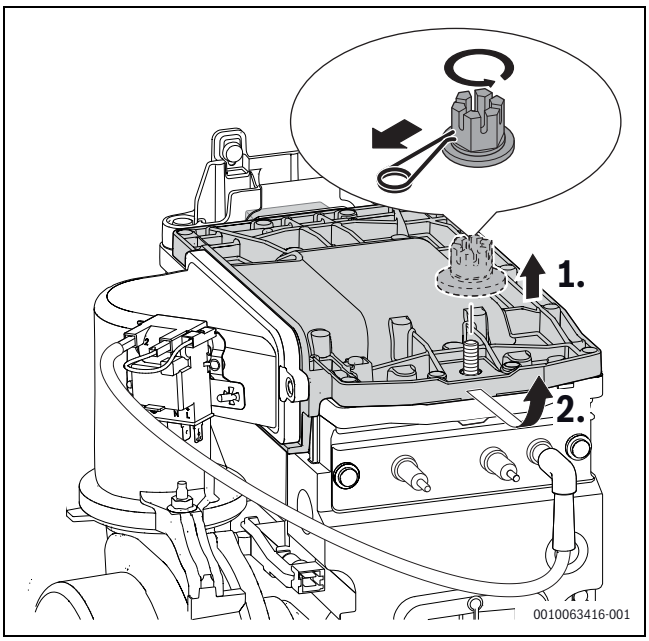

Bild 83 Brennerdeckel ausbauen
- Schraube [1] (Bild 83) an der Mischeinrichtung mit 5,5+0,5 Nm festziehen.